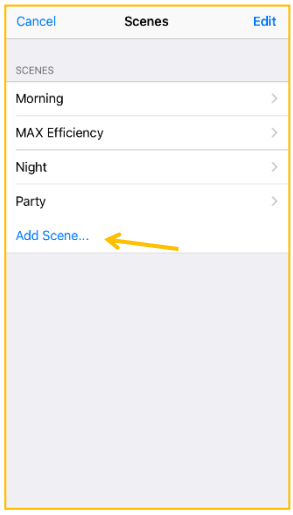
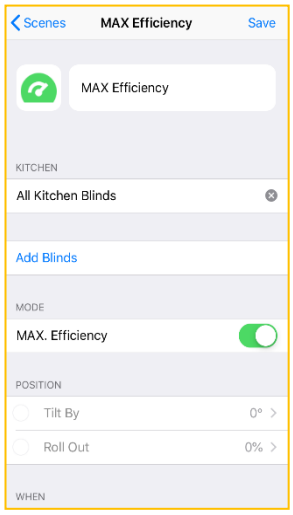

Figure 45
Figure 46
10.10.3. To change setting of the scenario, click on name of the desired scenario *(Fig. 45)* and introduce changes *(Fig. 46)*:
10.10.4. To add a new operating scenario for the BLINDS click **Add Scene** *(Fig. 45)* and go through setting process as described in *para. 7.*